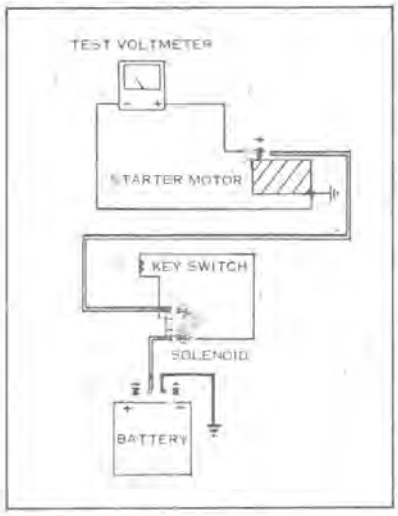

Figure 7-35
c. Connect a voltmeter across starter motor (see Figure 7-35), with positive (+) lead to starter motor terminal, and negative (-) lead to ground on starter frame.